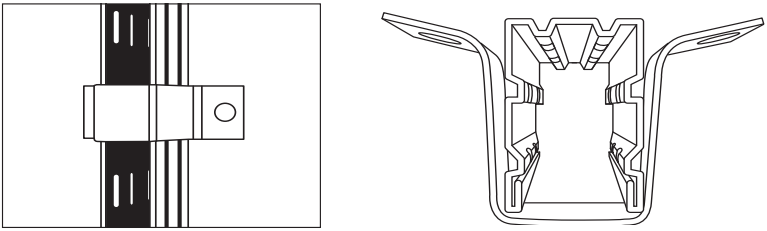

Рис. 19 Крепление стеллажа к стене
2. Крепление к стене. Для крепления стоек стеллажа ГТС Универсал к стене используются скобы крепления к стене. Крепёж в комплект не входит, подбирается индивидуально в зависимости от материала стен, к которым крепится скоба. Количество скоб крепления к стене, в пересчете на одну раму (пару стоек), зависит от высоты стоек (рис. 19). Для высоты до 2500 мм используется 1 скоба, от 3000 до 3500 мм — 2 скобы, для 4000 мм — 3 скобы.